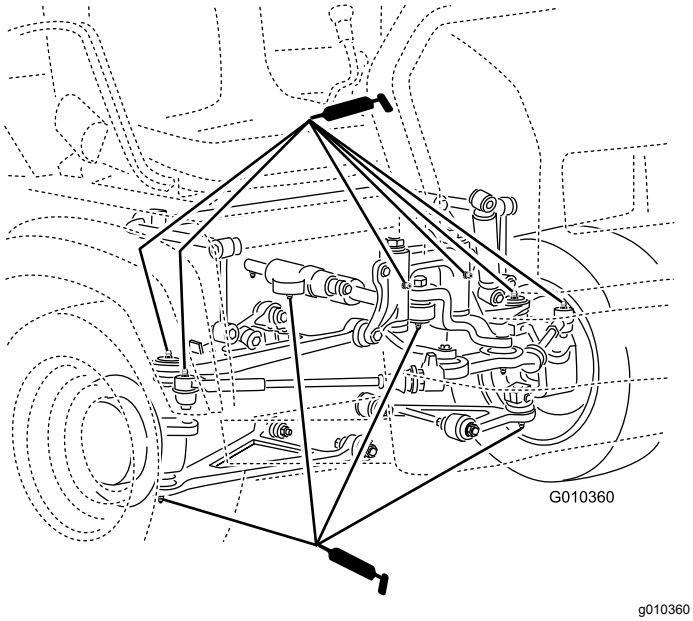

図 29
- **ボールジョイント (4ヶ所)**; 図 29を参照
- **タイロッド (2ヶ所)**; 図 29を参照
- **ピボットマウント (2ヶ所)**; 図 29を参照
- **ステアリングシリンダ (2ヶ所)**; 図 29を参照